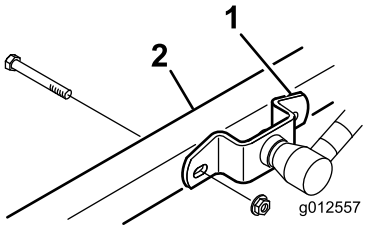

図 2
3. カッティングユニットを下降させ、昇降アームブラケットをキャスタアームに固定している4本のボルトとナットを外す図 2。